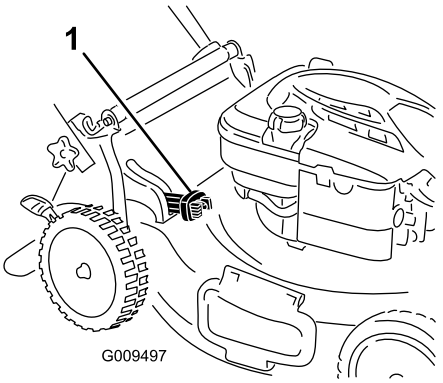

Figur 15
- For at opsamle græs- og bladafklippet i posen skal du trykke på den knap, der sidder på grebet til posefyldning, og flytte grebet fremad, indtil knappen på grebet hopper op (Figur 15).